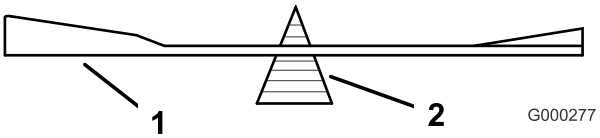

Figura 27
2. Controllate l'equilibrio della lama posizionandola su un bilanciatore (Figura 27).